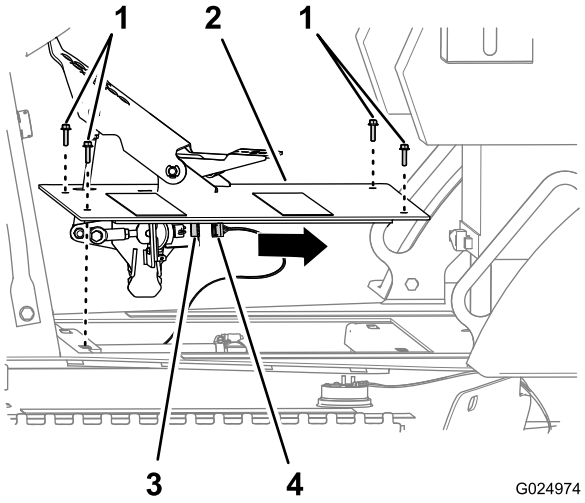

Figura 109
1. Rimuovete i 4 bulloni a testa esagonale flangiata che fissano il gruppo del pedale di comando della trazione al telaio della macchina (Figura 109).
2. Scollegate il connettore a 6 prese del cablaggio della macchina dal connettore a 6 pin del sensore del pedale di comando della trazione (Figura 109).
3. Rimuovete il gruppo del pedale di comando della trazione dalla macchina (Figura 109).
1. Collegate il connettore a 6 prese del cablaggio della macchina al connettore a 6 pin del sensore del pedale di comando della trazione (Figura 109).
2. Allineate i fori della piastra del gruppo del pedale di comando della trazione con i fori sul telaio della macchina (Figura 109).
3. Fissate il gruppo del pedale di comando della trazione al telaio della macchina con i 4 bulloni a testa esagonale flangiata (6 x 25 mm); fate riferimento a Figura 109.